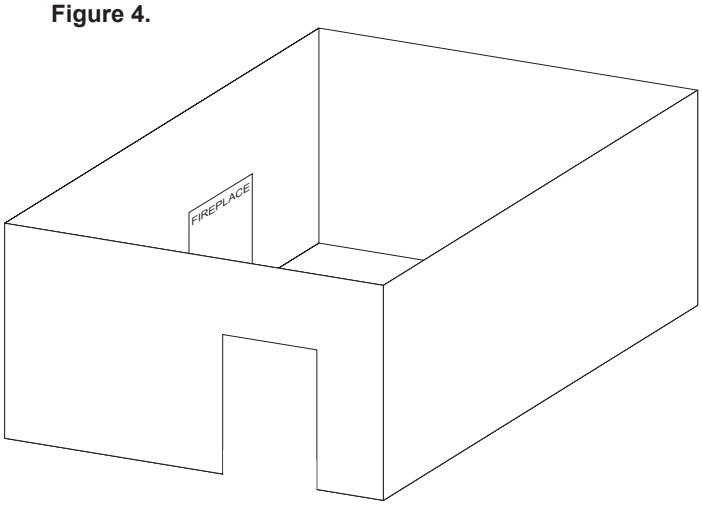

**Figure 4**
- With walls on all sides, but with no overhead cover. **See Figure 4.**